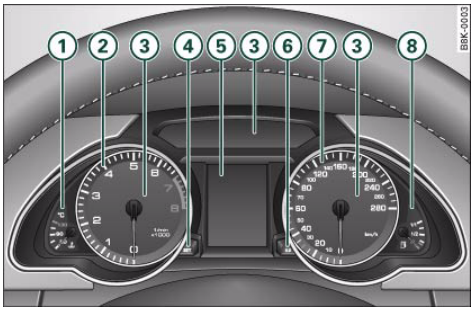

Fig. 2 Overview of instrument cluster
The coolant temperature gauge 1 ⇒ fig. 2 only works when the ignition is switched on. In order to avoid possible damage to the engine, please read the following notes for the different temperature ranges.
Never allow the rev counter needle (2) ⇒ *page 11*, fig. 2 to go into the red zone on the dial for more than a very brief period: there is a risk of damaging the engine. The start of the red zone on the dial is different for some engine versions.